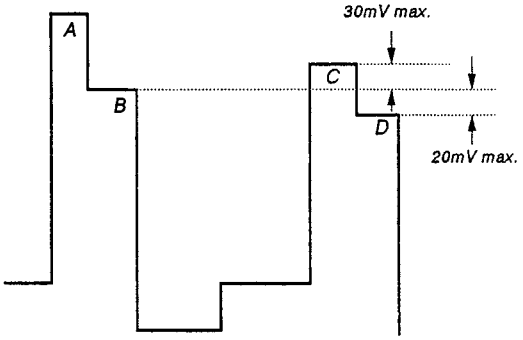

Fig. 13
5. Using R-Y LEVEL COMPONENT, adjust so that the tops of the waveform line up as in the diagram below. (Fig. 13)